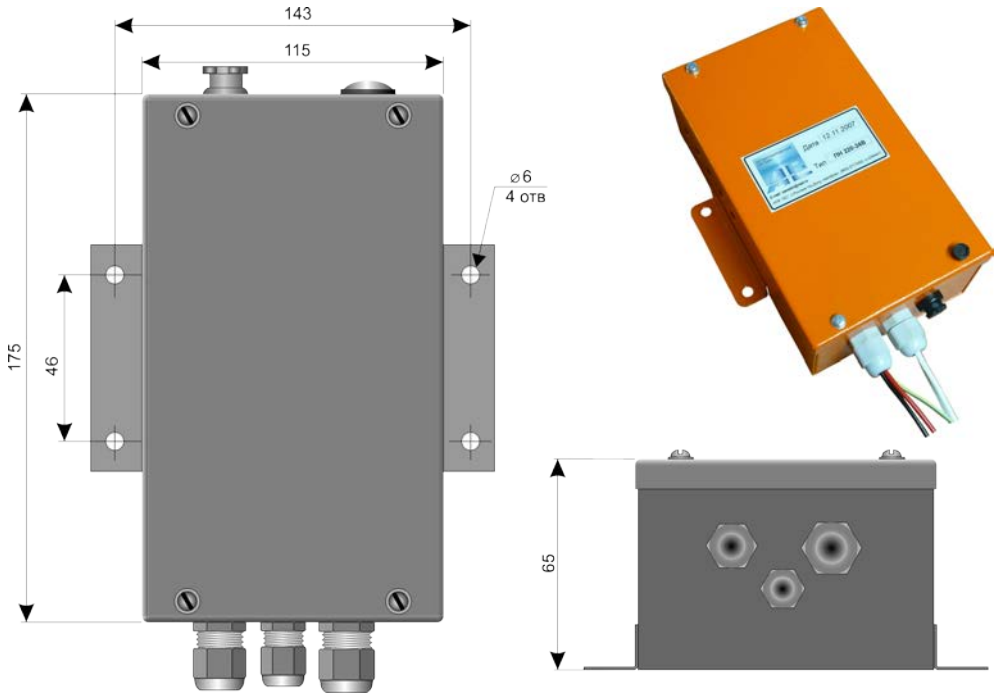

Рис. 9
6.10. Первичный источник питания, рис.9, преобразует сетевое напряжение 220В в адекватное микроконтроллеру напряжения 24В одновременно с фильтрацией помех по цепям питания. Источник содержит встроенное бесконтактное реле для управления цепью 380В и цепь блокировки этого реле. Размещается в зоне с отсутствием помех конвективному теплообмену.